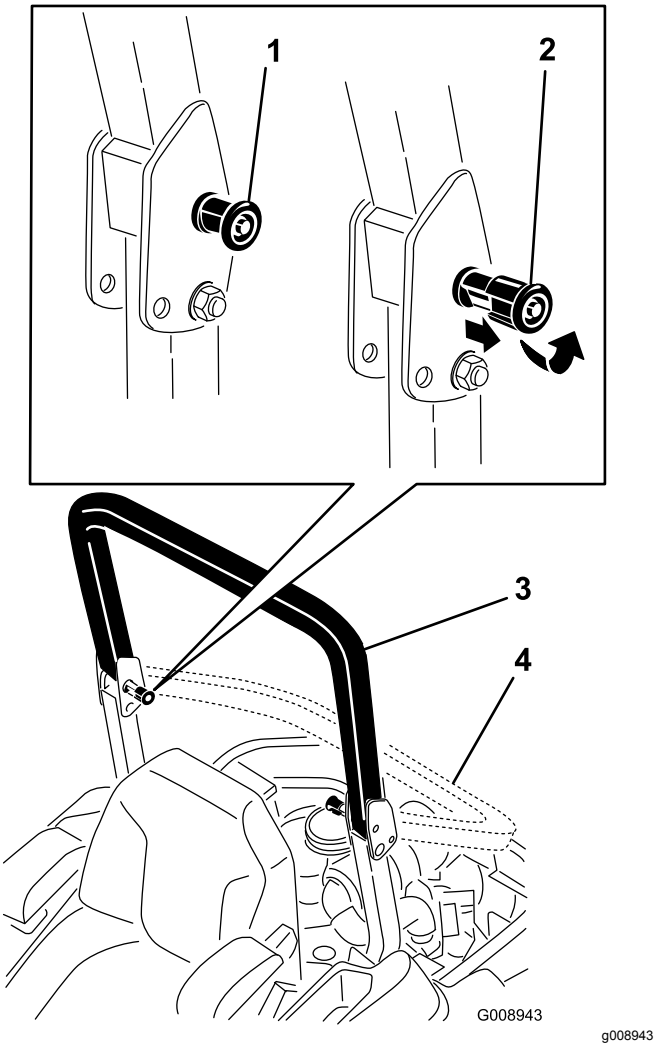

Figuur 7
2. Trek de beide knoppen uit en draai ze 90° zodat ze niet meer ingeschakeld zijn (Figuur 7).
3. Klap de rolbeugel omlaag (Figuur 7).
4. Om de rolbeugel omhoog te brengen, klapt u de beugel uit naar de bedrijfsstand en draait u aan de knoppen zodat ze gedeeltelijk in de groeven gaan (Figuur 7).
5. Breng de rolbeugel volledig omhoog terwijl u tegen het bovenste gedeelte van de rolbeugel duwt. Hierdoor klikken de pennen op hun plaats zodra de openingen met de pennen zijn uitgelijnd (Figuur 7).